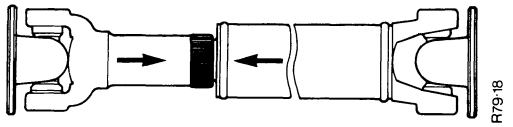

FIGURE 19. INSTALLING THE SLIDING JOINT
10. Align the arrows on shaft and sliding joint, as shown in Figure 19.
IMPORTANT: Make sure the universal joints are aligned as shown in Figure 19, or the joints will fail.